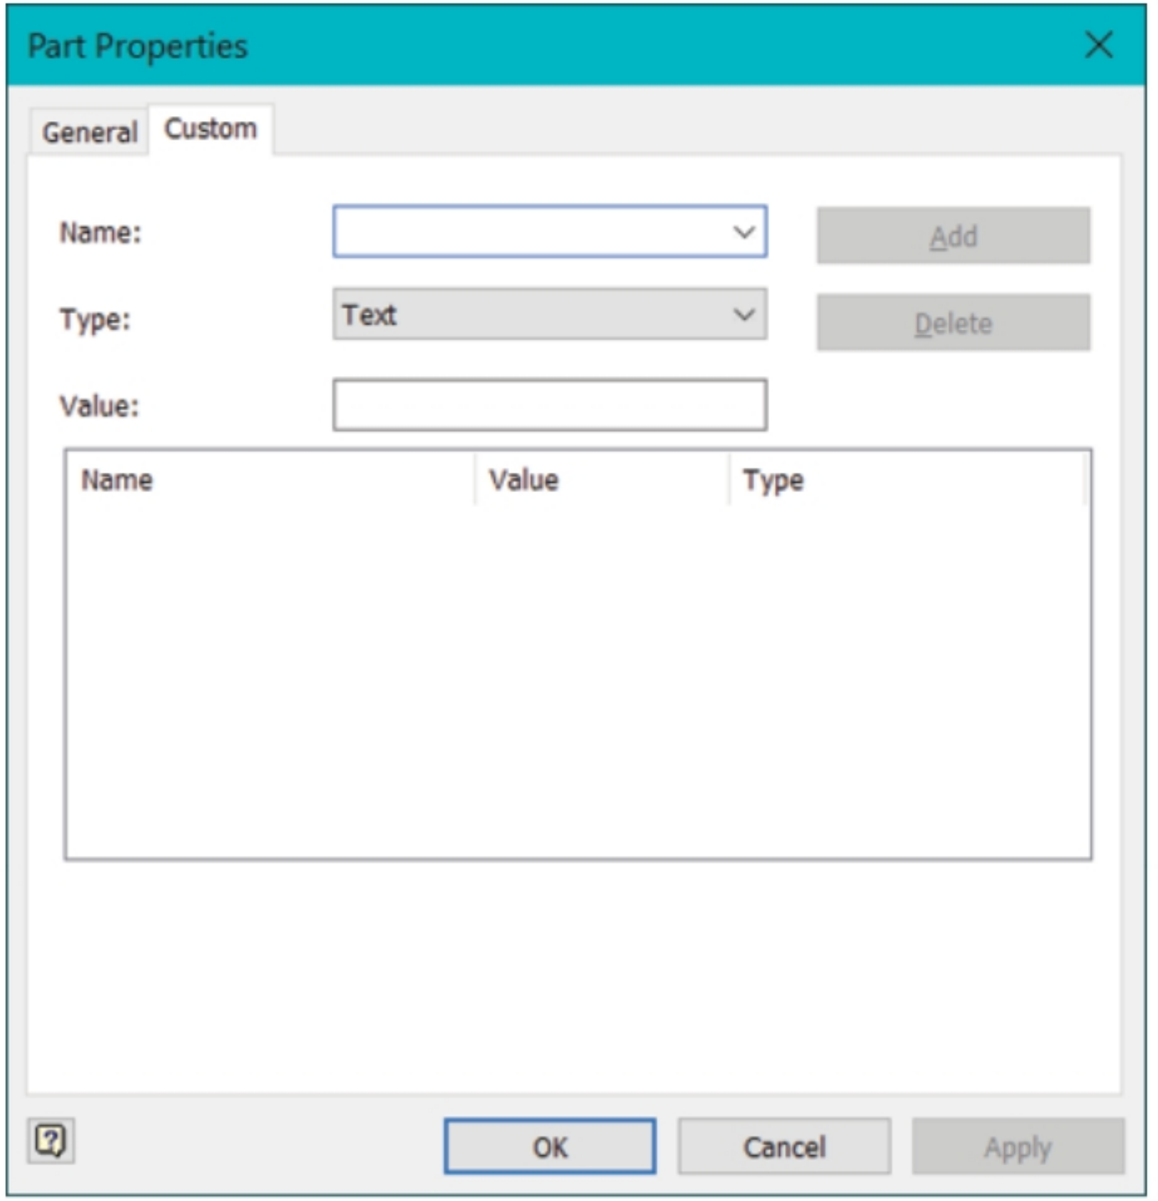

Figure-33. Custom tab of Part Properties dialog box
- Click on the **Custom** tab in the dialog box to define custom properties. Using the options in the **Custom** tab, you can create various properties of part and set their values; refer to Figure-33.